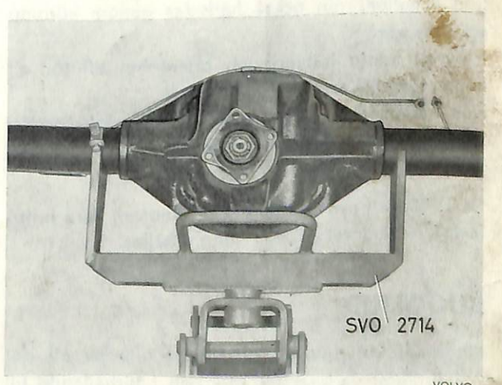

Bild 55. Fixtur för bakaxel
1. Placera bakaxeln på fixtur SVO 2714, som placerats på en garagedomkraft, se bild 55. För in bakaxeln under vagnen och sätt i skruvarna för bärarmar och momentstag.